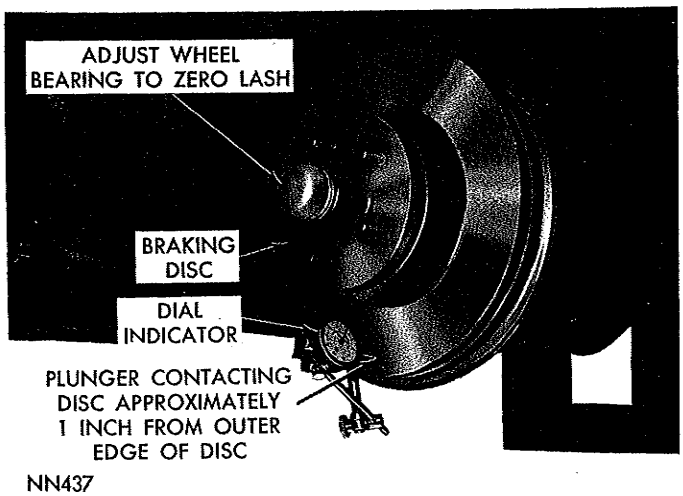

*Fig. 17—Checking the Braking Disc Runout*
Before installing the caliper assembly over the brake disc, check the disc for runout. Mount a dial indicator (Fig. 17) and check the lateral runout. Runout should not exceed .0025 inch. If runout exceeds the specified figure, remove the disc and install a new one. (Be sure the wheel bearings are adjusted to zero lash during this check.) Readjust wheel bearings after check.
(1) Slide brake disc and hub assembly on spindle.
(2) Install outer bearing, thrust washer, and nut.
(3) Tighten wheel bearing adjusting nut to 90 inch-pounds while rotating hub and disc.
(4) Position lock nut on nut with one pair of slots in line with cotter pin hole.
(5) Back off adjusting nut and lock assembly one slot then install cotter pin. The resulting adjustment should be zero (no preload) end play. (This is very important, when checking disc runout.)
(6) Install a dial indicator C-3339 (Fig. 17) and check runout of disc on both sides. The runout should not exceed .0025 inch. Readjust wheel bearing clearance after checking braking disc runout.
(7) Clean grease cap, coating inside with wheel grease (do not fill) and install cap.
(8) Install caliper assembly as described in "Installing the Caliper" paragraph.
(9) Install wheel and tire assembly and wheel cover.
(10) Remove jackstands or lower hoist.
(11) Road test vehicle as described in "Brake Shoe Installation" paragraph.